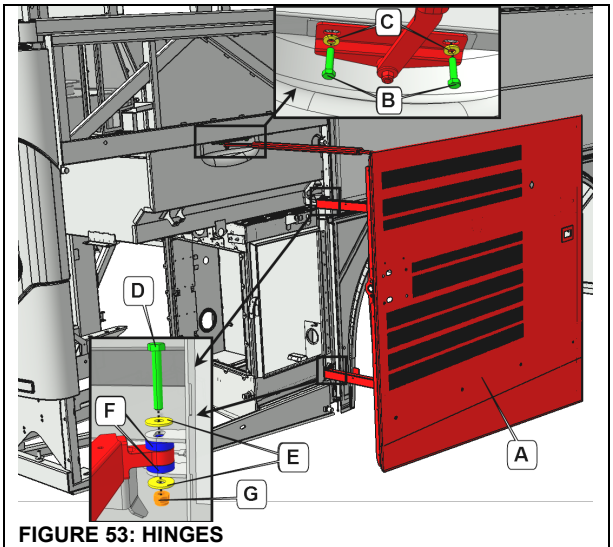

**FIGURE 53: HINGES**
2. Make sure bolts A are tight (**FIGURE 53**).